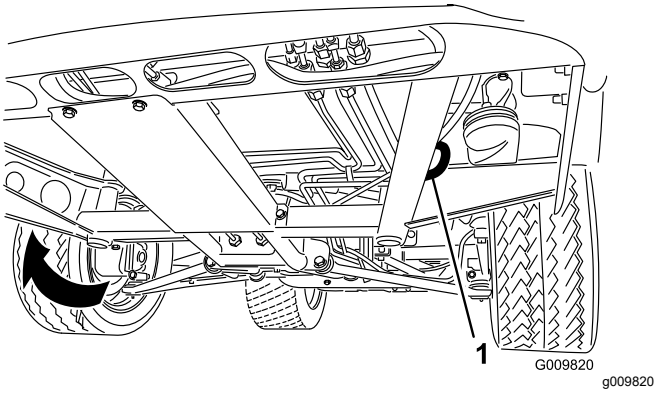
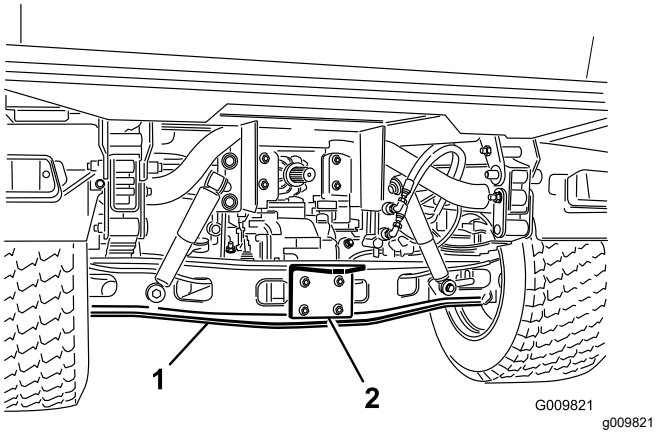

Figur 19
Figur 20
Se Figur 19 och Figur 20 för fästpunkternas placering på maskinen.
1. Fäst en bogserlina i bogseröglan framtill på maskinens ram (Figur 19).